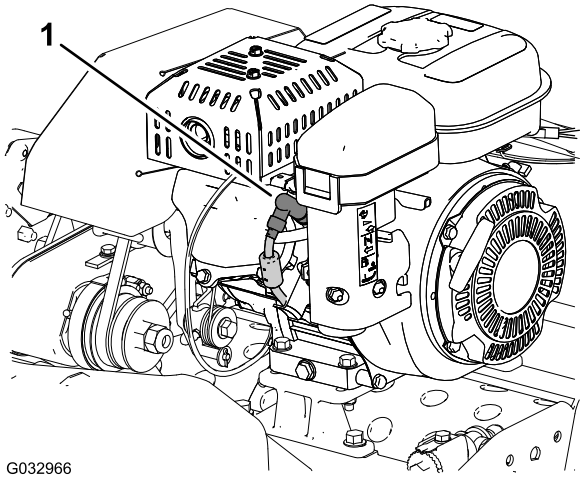

Figur 1
4. Lossa tändkabeln från tändstiftets anslutning (Figur 1).